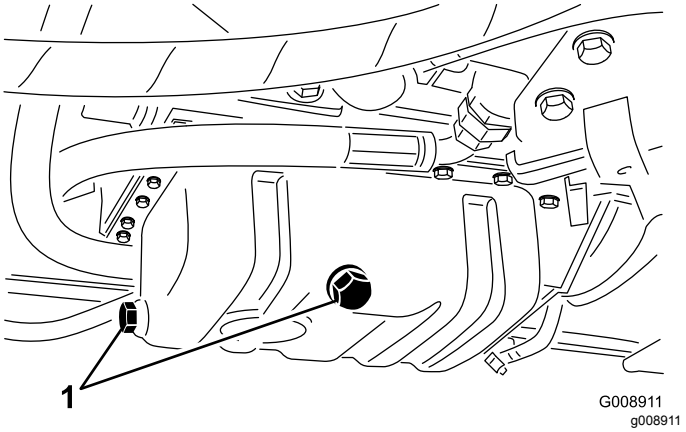

**Figuur 45**
1. Verwijder de aftapplug (Figuur 45) en laat de olie in een opvangbak lopen.